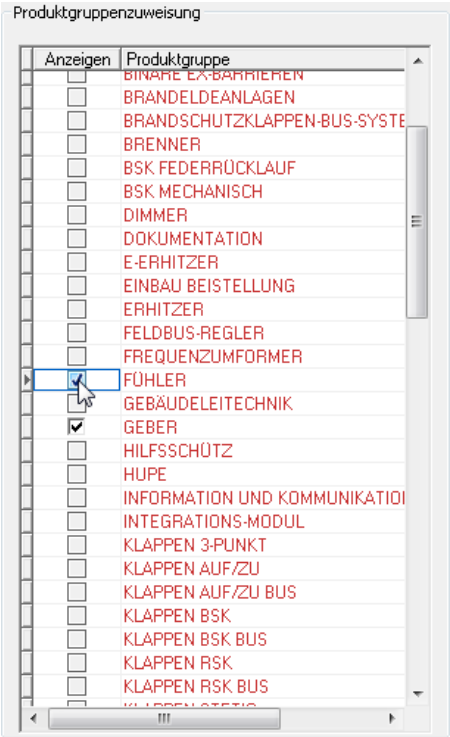

Bild 22.19 – Das Wichtigste zuerst: Die Produktgruppen der aktuellen Liste
- Weisen Sie der Liste zunächst die *Produktgruppen* zu, d. h. die Geräte, die in *dieser* Liste erscheinen sollen. Bei der *Geberliste* sind dies *Fühler, Geber, Wächter* und *Zähler* (Abb. 22.19).